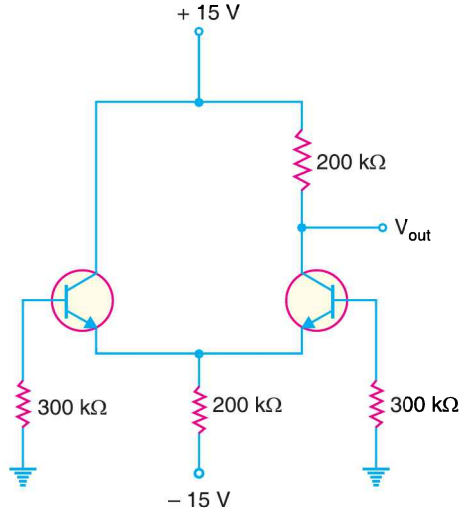

Fig. 25.97
1. In Fig 25.97, the transistors are identical with $\beta_{dc} = 200$. What is the output voltage? **[7.5 V]**
2. In Fig. 25.97, the left transistor has $\beta_{dc} = 225$ and the right transistor has $\beta_{dc} = 275$. What are the base voltages? **[– 0.05 V ; – 0.0409 V]**